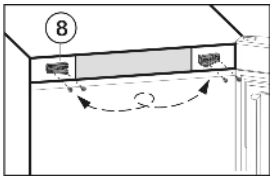

Fig. 7
- ▶ Lagerteil *Fig. 7 (8)* abschrauben und um 180° gedreht auf die Gegenseite umsetzen. Schraubenlöcher evtl. vorstechen oder Akkuschrauber verwenden.